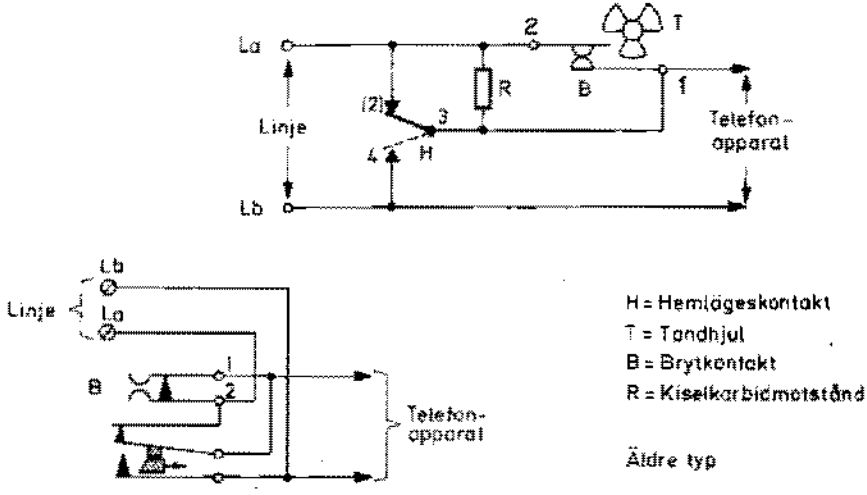

Bild 18. Principen för fingerskiva M3926-990029
- Äldre typ av fingerskiva (bild 18)